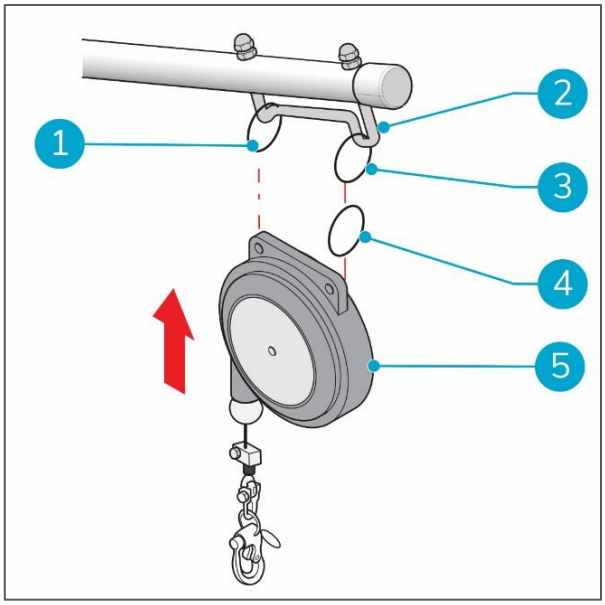

Abbildung 6
4. Befestigen Sie zwei Verbindungsringe (Abbildung 6, Pos. 1, 3) an der Halterung (Abbildung 6, Pos. 2).
5. Den dritten Verbindungsring (Abbildung 6, Pos. 4) am Verbindungsring auf der rechten Seite anbringen (Abbildung 6, Pos. 3).
6. Befestigen Sie den Flaschenzug (Abbildung 6, Pos. 5) an den Ringen (Abbildung 6, Pos. 1, 4).